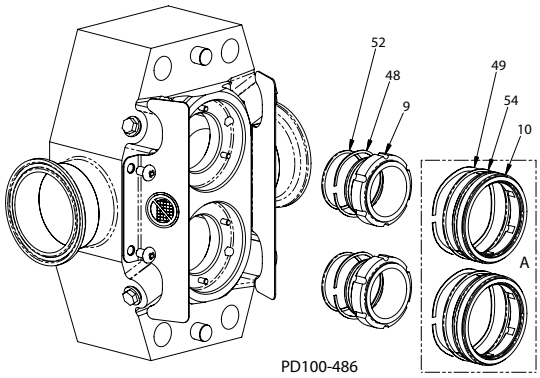

Afbeelding 35 - Afdichtingen verwijderen
3. Verwijder de binnenste afdichting (Afbeelding 35, item 9) en de golfveer (item 48). Verwijder de o-ring (item 52) van de binnenste afdichting en controleer deze. Vervang indien noodzakelijk.
4. Bij pompen met dubbele mechanische afdichtingen (Afbeelding 35, inset A), verwijdert u de buitenste afdichting (item 10) en de golfveer (item 49). Verwijder de o-ring (item 54) van de buitenste afdichting en controleer deze. Vervang indien noodzakelijk.